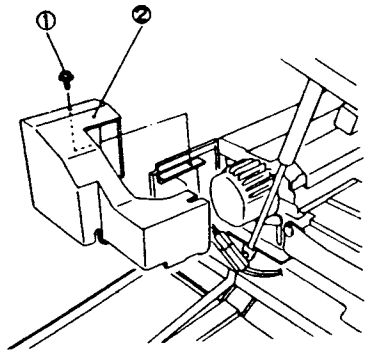

Рис. 1 NZM-0043
5. (Рис. 1): Снимите крышку главного выключателя.
①. Отверните винт.
②. Снимите крышку главного выкл:очателя.